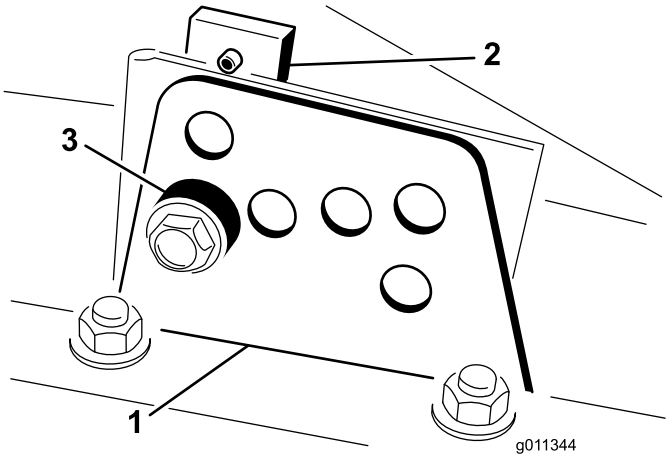

Figur 16
2. Løsn bolten, som fastgør hvert klippehøjdebeslag på klippehøjdepladen (front og hver side) (Figur 16).